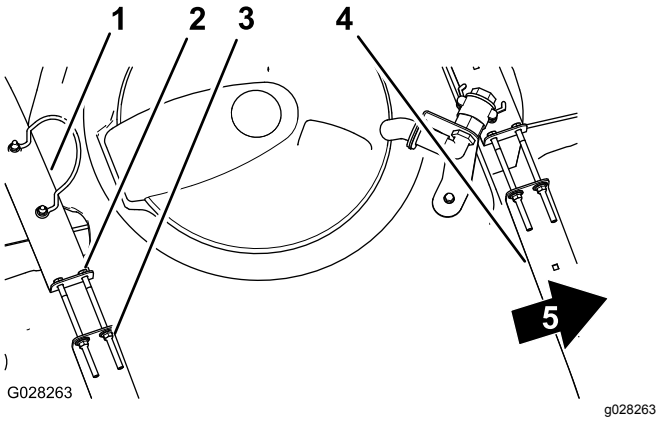

Figur 85
2. Kontroller, om der er bevægelse mellem tankremmene og tanken (Figur 85).
3. Hvis tankremmene sidder løst fast på tanken, skal flangelåsemøtrikkerne og boltene øverst på remmene strammes, indtil remmene flugter med tankens overflade (Figur 85).